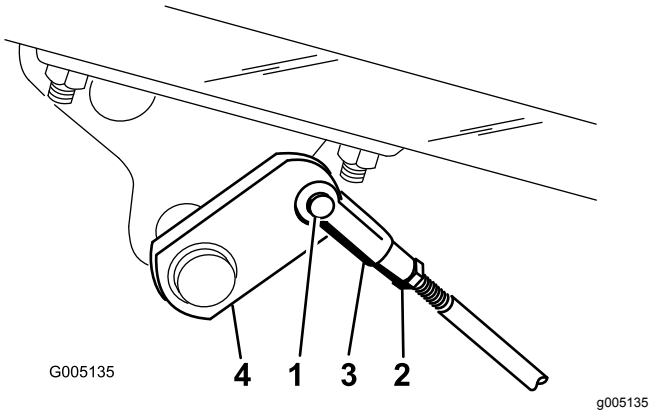

Figur 50
A. Koppla bort bromsstängerna genom att ta bort saxpinnen och sprintbulten (Figur 50).
B. Lossa kontramuttern och justera sprinten (Figur 50).
C. Montera sprinten på bromsaxeln (Figur 50).